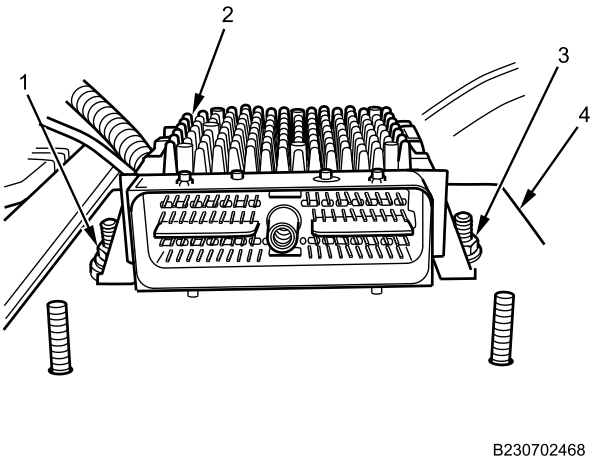

Figure 3. Transmission Control Unit.
4. Remove three transmission control unit retaining nuts (Figure 3, Item 1 and 3) and transmission control unit (Figure 3, Item 2) from transmission control unit brace (Figure 3, Item 4). One transmission control unit retaining nut not shown.